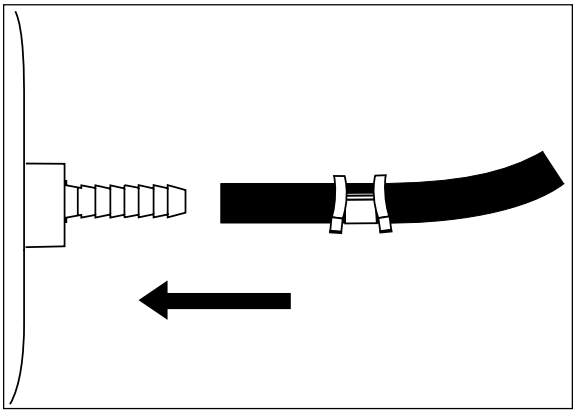

Figure 4
h. Push the air line onto the stem of the air spring, covering all the barbs (Figure 4).
e. Push the air line onto the stem of the air spring, covering all the barbed section (Figure 4).
f. With pliers slide the air line clamp forward until it fully covers barbed section (Figure 4).